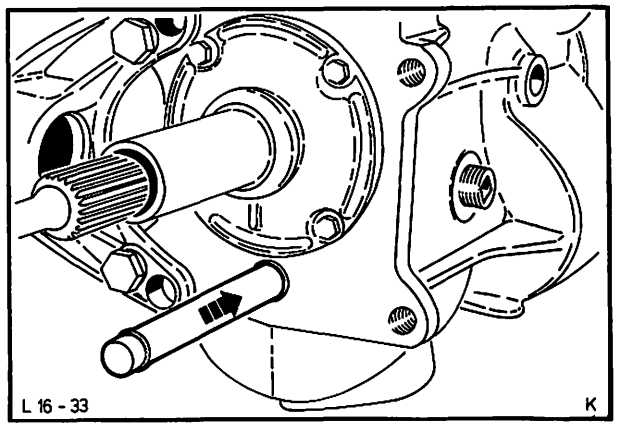

Abb. 46 Vorgelegewelle mit Spezialwerkzeug 16-002 herausschieben
12. Vorgelegewelle aus dem Preßsitz von **vorn nach hinten** herausschlagen und mit Spezialwerkzeug 16-002 herausschieben, Abb. 46. Vorgelegezahnradblock absenken.